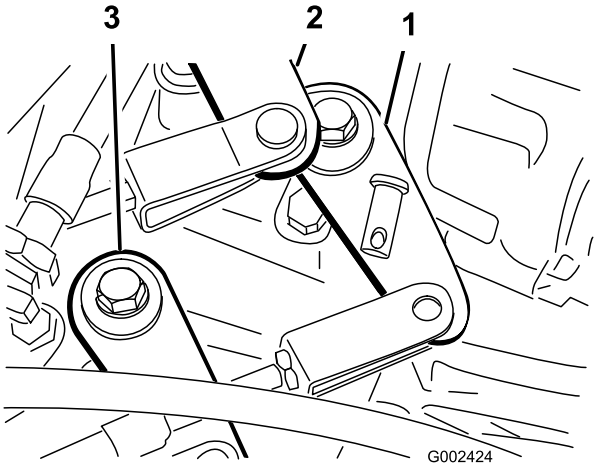

**Figur 52**
2. Ta bort de sprintbultar som fäster växelvajrarna på växellådans växlingsarmar (Figur 52).
1. Ta bort den sprintbult som fäster hög-/lågväxelvajern vid växellådan (Figur 52).